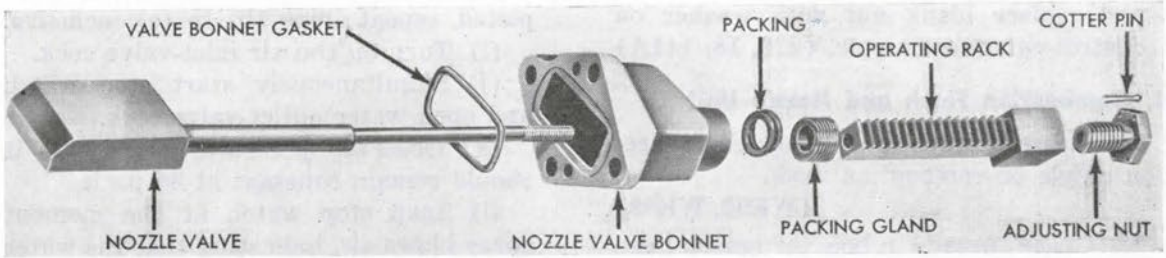

Figure 188
*14. Assemble nozzle valve and bonnet assembly (not applicable to Mk 23 Type) (Fig. 188):